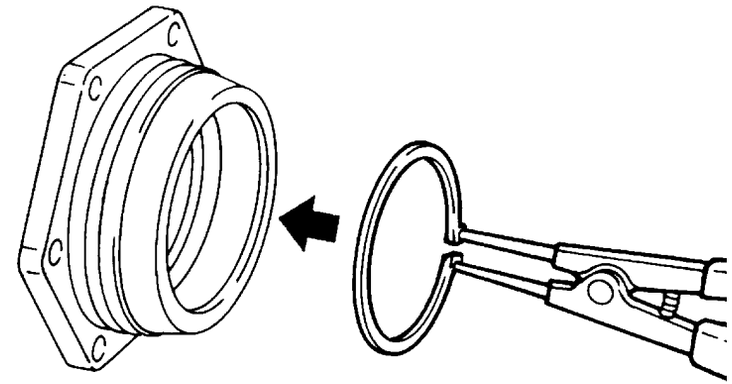

Fig.9
- Use a suitable pad to install the seal (**Fig.9**); repeat the operation on the other hub.